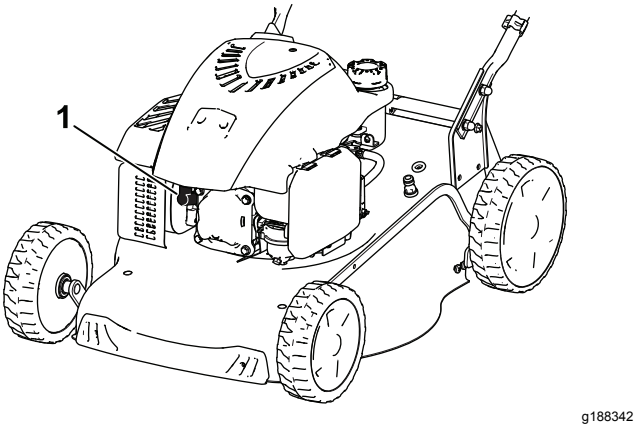

Figur 20
2. Lossa tändkabeln från tändstiftet (Figur 20).